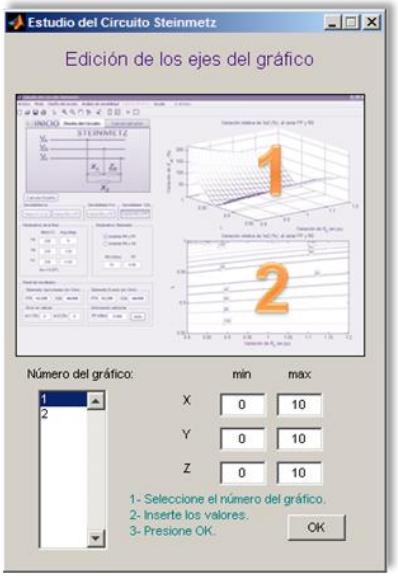

Figura D.17. Editor de los ejes de gráficos.
- *Editor de ejes.* Este campo ejecuta el subprograma que edita los valores de los tres ejes de cada gráfico. Para modificar el rango de los ejes, primero se ha de seleccionar el número de gráfico a modificar. Estos números aparecen en la imagen superior de la Figura D.17. Seguidamente se modifican los campos referentes a *X* e *Y* (si se trata de un gráfico bidimensional o de contorno) o los referentes a *X*, *Y* y *Z* (en caso de un gráfico de superficie).